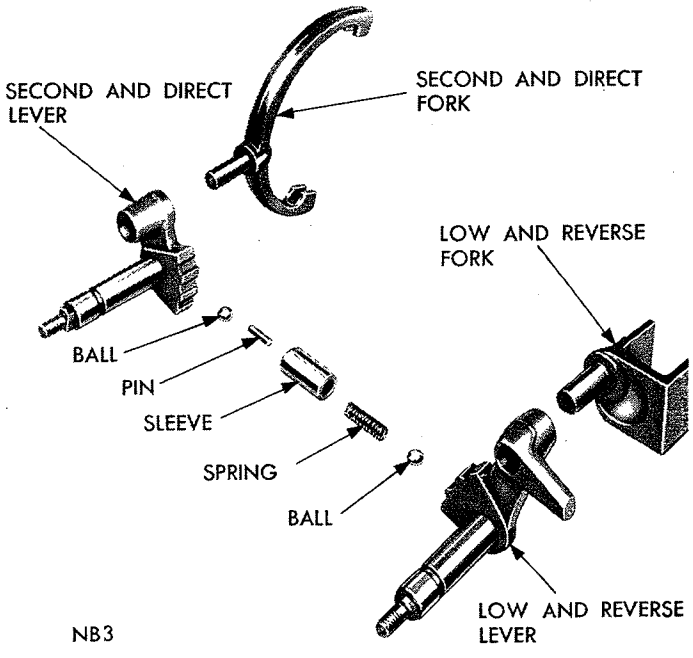

*Fig. 24—A-745 Shift Forks and Levers*
**A-745:** Install 2nd and direct fork in the lever shaft (Fig. 24).